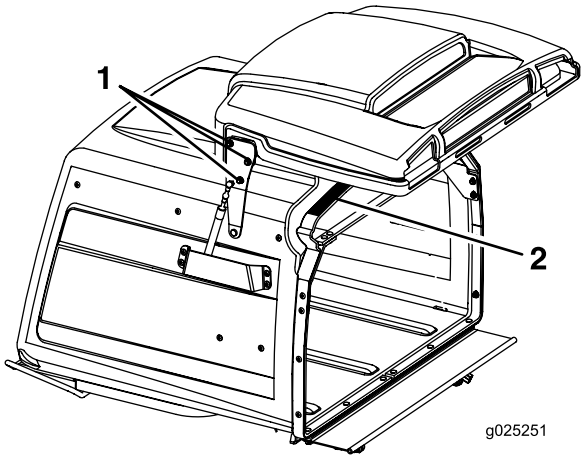

Figur 66
3. Løsne de seks dørhengselmutterne (Figur 66).
4. Åpne døren og plasser en 9,5 mm gummistripe eller slange med 9,5 mm diameter mellom beholderen og beholderdøren (Figur 66).